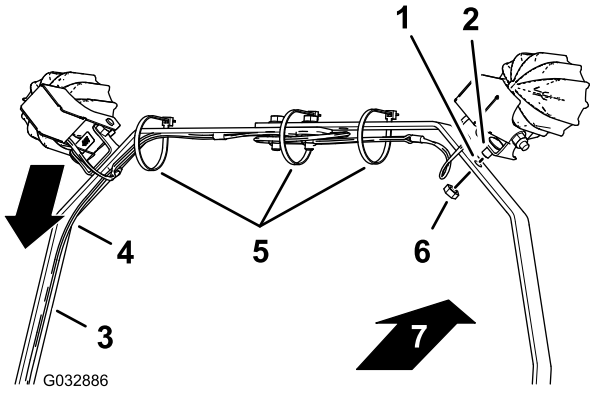

Figur 12
1. Placer lygteanordningerne, så lygteglassene vender imod maskinens forende (Figur 12).
2. Ret ledningsnettet ind langs venstre lygteboms bøjle som vist i Figur 12.
3. Ret den korte bræddebolt, som du monterede på monteringsbeslaget til lysdiodelygten, ind efter hullet i lygtebommens bøjle (Figur 12).
4. Monter lysdiodelygten og den korte bræddebolt på lygtebommens bøjle med en møtrik (Figur 12).
7. Fastgør ledningsnettet på lygtebommens bøjler med kabelbånd som vist i Figur 12.